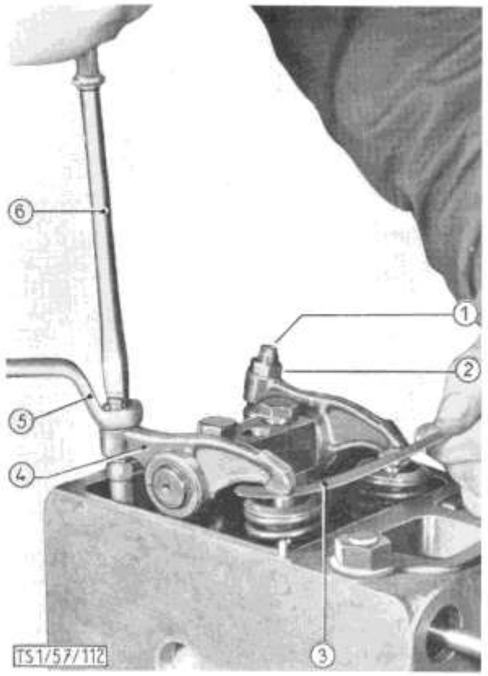

Bild 10: **Einstellen des Ventilspieles**
2. Das Einstellen des Ventilspieles (Bild 10) wird mit einem Ringschlüssel (10/5) und Schraubenzieher (10/6) unter Verwendung einer Fühllehre (10/3) von 0,2 mm vorgenommen.